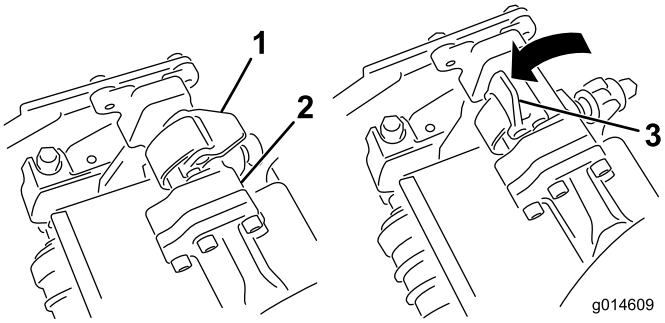
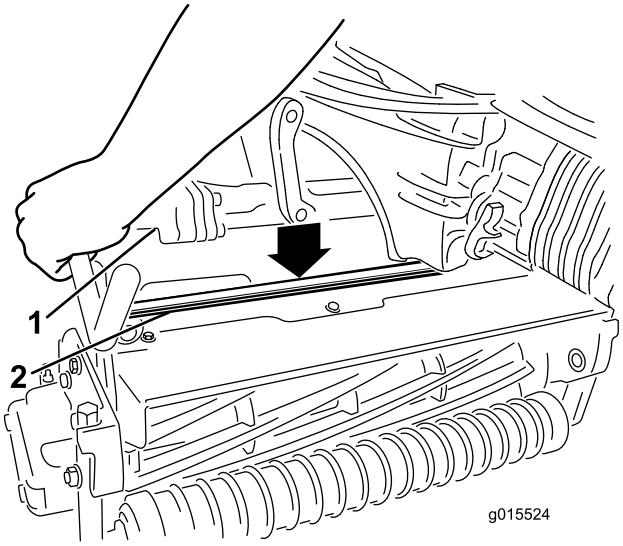

**Figur 13**
**Figur 14**
9. Låt spärrarna på upphängningsarmstången peka uppåt (dvs. de ska vara öppna) (Figur 13) och tryck upphängningsarmen nedåt så att stången passar över stången över ovansidan av klippenheten (Figur 14).
10. Fäll spärrarna nedåt och runt klippenhetsstången och lås dem på plats (Figur 13).